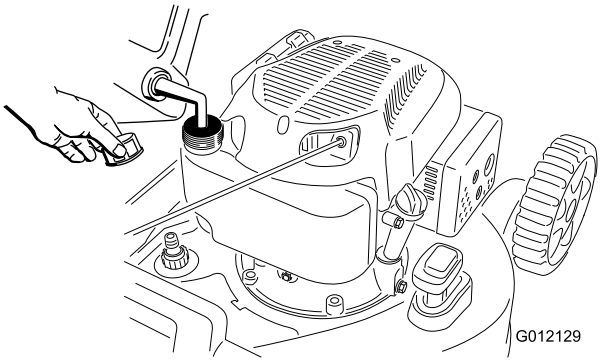

Figur 8
1. Rengör omkring tanklocket och avlägsna locket från tanken (Figur 8).